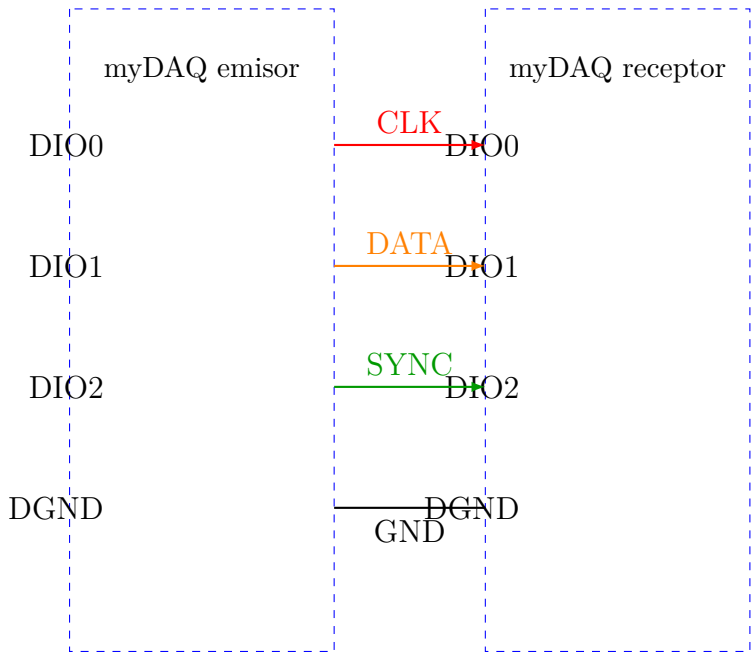

Figura 3.1: Enlace serial síncrono entre dos NI myDAQ usando DIO0 como reloj, DIO1 como datos y DIO2 como sincronismo.
b. Conecte ambas estaciones mediante un enlace serial síncrono de baja velocidad tal y como se indica en la Figura 3.1. Utilice la siguiente asignación de líneas digitales: